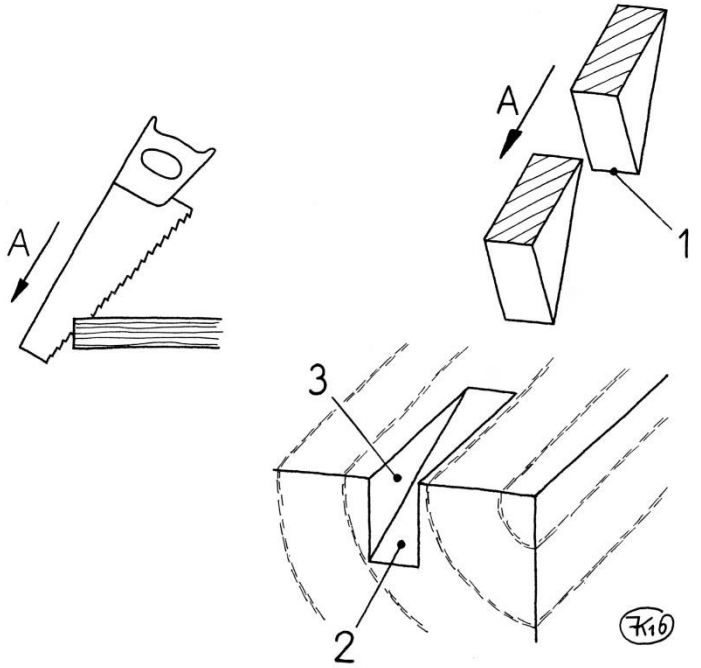

Bild 4: Beitelförmige Sägezähne beim Längsschnitt (LS)
Bild 4 zeigt die Zähne einer Säge, die in Richtung der Fasern schneidet. Ich nenne das im Folgenden **Längsschnitt (LS)**[11]. Die Säge beginnt beispielweise, ein Brett längs aufzutrennen (kleine Abbildung links). Sie wird dabei am besten wie gezeigt in einem spitzen Winkel zur Brettoberfläche geführt; wer die Arbeit mit Handsägen kennt, weiß, so geht es beim Längsschnitt besonders leicht.
Viel widerspenstiger verhält sich das Holz, wenn man mit solchen beitelförmigen Schneiden **quer zur Faser** sägt. Ich nenne das im Folgenden **Querschnitt (QS)** [12]. Das einfache Lösen des Spanes an der Seite der Schnittfuge funktioniert nicht mehr. Die Fasern müssten durchschnitten werden, das können Zähne wie in **Bild 4** aber nicht, weil sie seitlich keine Schneiden sondern nur rechtwinklige Kanten haben. Damit können sie die Holzfasern nur zerreissen. Dann wird die Schnittfläche rau, und wo die Zähne aus dem Holz austreten gibt es hässliche Ausrisse.
Sägeblätter mit Zähnen wie in **Bild 4** und **5** gezeigt würden exakt so breit schneiden wie sie dick sind. Das elastische Holz weicht aber dem Schnittvorgang eine Winzigkeit aus und federt danach zurück. Folge: Das Blatt klemmt fest.